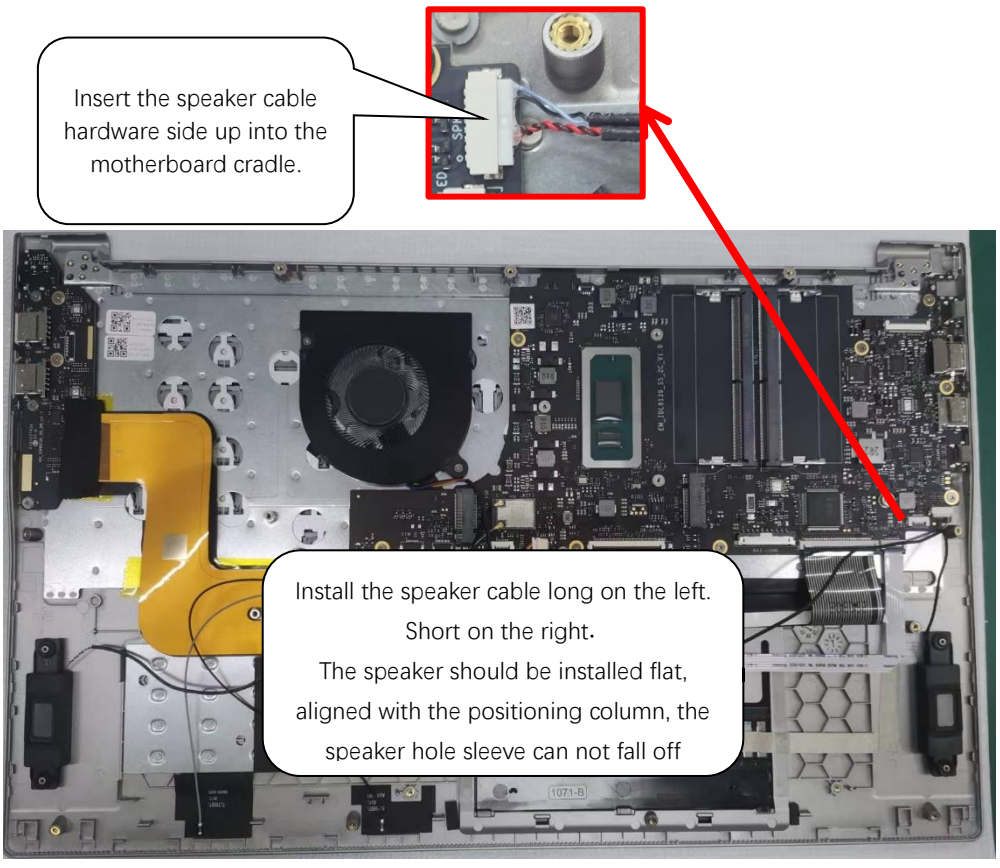

Figure 3-44 Replacing the Speaker Module
2. Connect the daughterboard FFC (C) to the mainboard and daughterboard connectors(Figure 3-44).